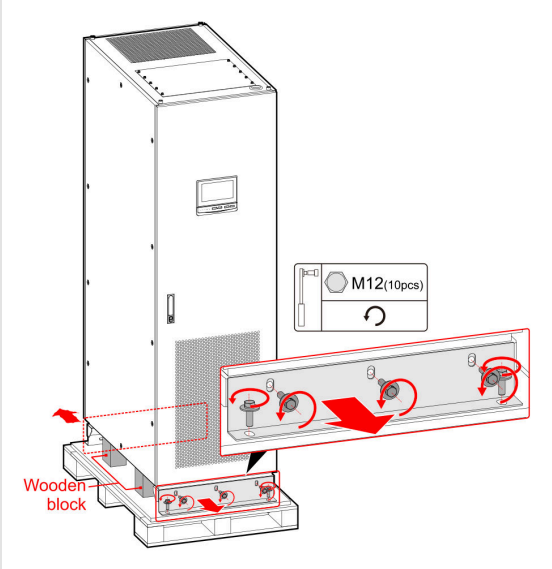

FIGURE 4-12 Remove the front and rear L-angles (M12 × 10)
1. Remove the screws of the front and rear L-angles that hold the cabinet to the pallet (M12, 10 pieces) and remove the L-angles (Figure 4-12).